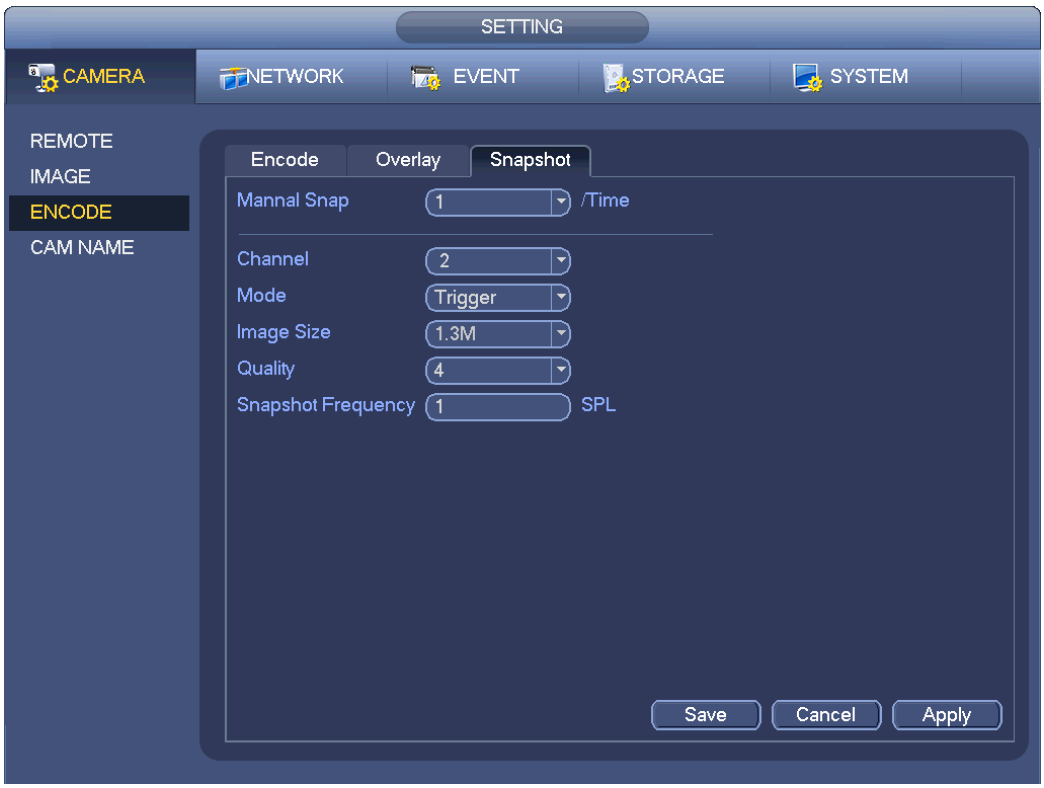

Figure 4-76
b) From Main menu->Setting->Storage->schedule, you can go to Figure 4-76 to enable snapshot function.